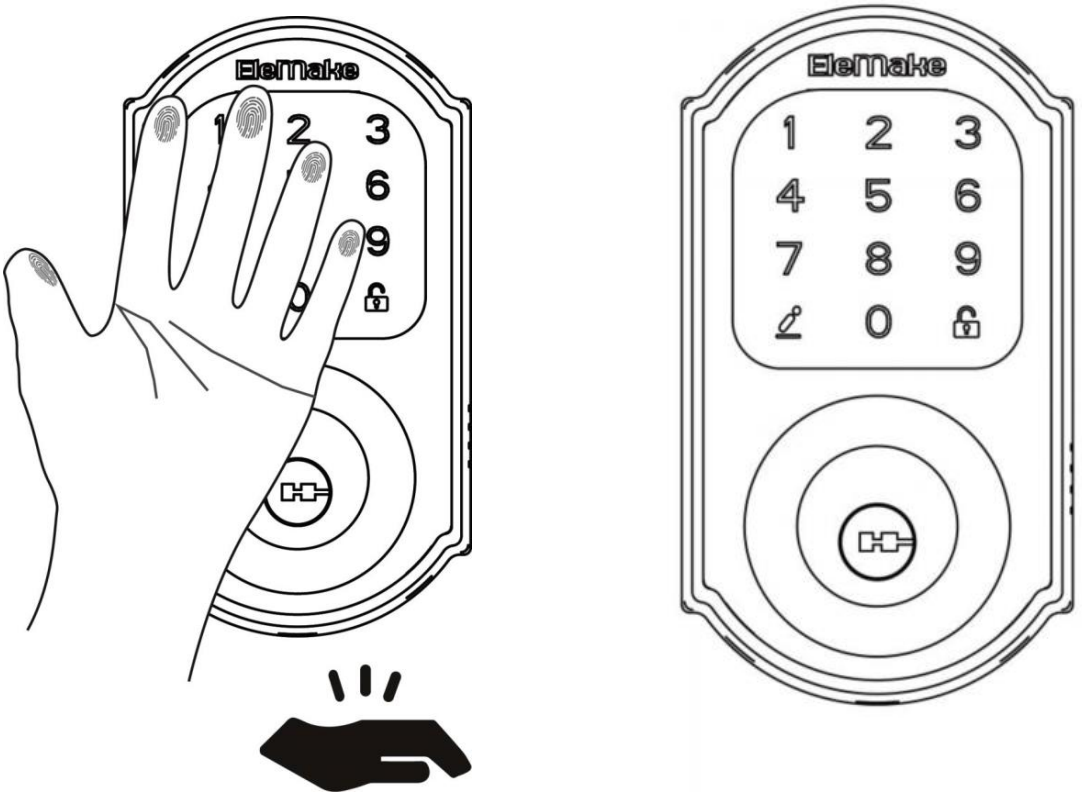

Figure P-1
(1)Password unlocking(See **Figure P-1)**
(3) RF card unlocking (See **Figure P-1)**